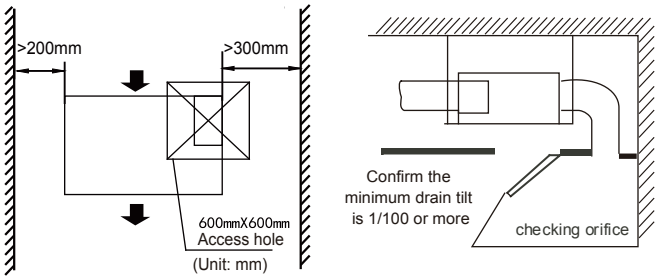

Figure 2.1
2.3 The space required for installation (unit: mm) is shown in Figure 2.1: